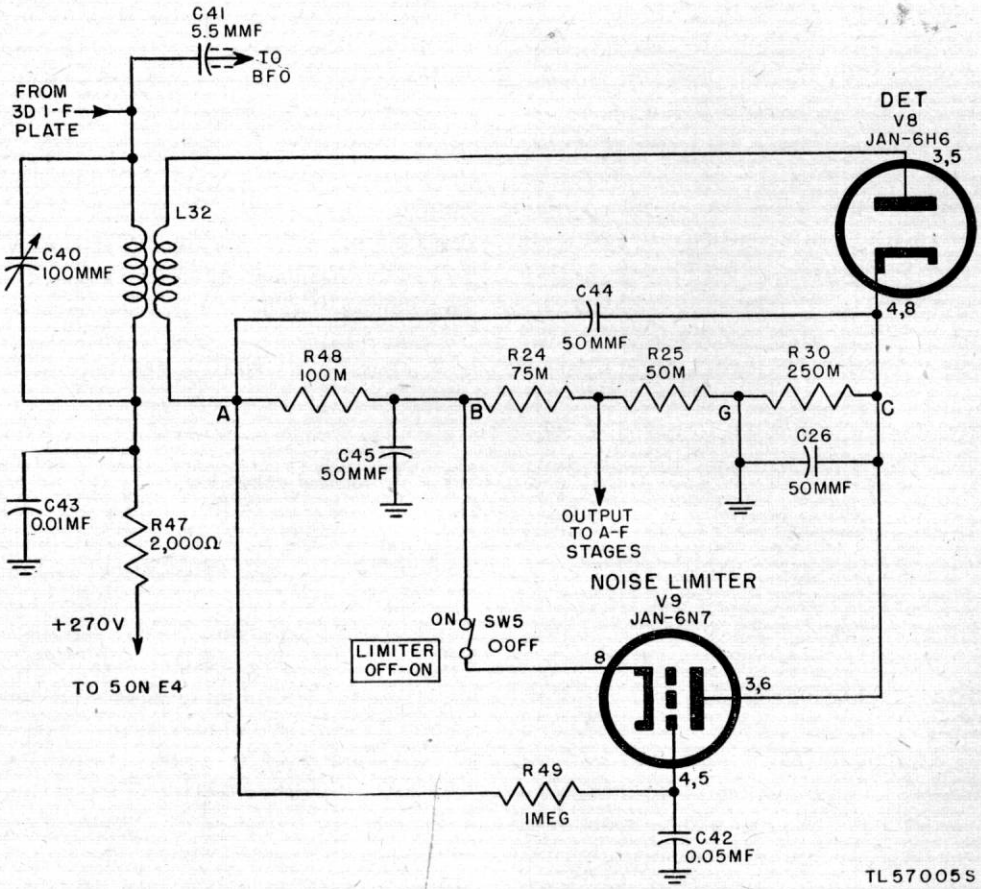

Figure 30. Radio Receiver BC-779-B, functional diagram of detector and noise limiter stages.
c. 3D I-F STAGE TUBE JAN–6SK7 (V7). The secondary L31 or T3 is tuned by 100-mmf capacitor C39. The coupling between L30 and L31 is adjustable and controlled by means of the front panel BAND WIDTH control. This control also varies the coupling between L28 and L29 as indicated above. Thus the selectivity of the first two interstage transformers (T2 and T3) is adjusted simultaneously whenever the BAND WIDTH control is varied. The i-f output signal is taken from a tap on L31 and applied simultaneously to the control grid (pin 4) of V7 and to the a-v-c amplifier stage Tube JAN–6SK7 (V11). The suppressor and cathode (V7) are grounded. Bias is obtained from a tap on the fixed bias divider (par. 65*d*) and series-fed through 10,000-ohm resistor R22 and L31. Capacitor C20B (0.05 mf) bypasses the low-potential end of L31 to ground, but prevents the bias voltage from being shorted to ground. Screen voltage is applied through 50,000-ohm series dropping resistor R23; the screen is bypassed by 0.05-mf capacitor C20C. Plate voltage is applied through 2,000-ohm decoupling resistor R47 (fig. 30) and the primary winding of L32. The primary of L32 is tuned by 100-mmf capacitor C40. The 0.01-mf capacitor C43 bypasses h-f components to ground.
63. Detector (fig. 30)
64. Noise Limiter (fig. 30)
a. LIMITER CIRCUIT. The triode sections of Tube JAN–6N7 (V9) are connected in parallel to form a single triode (fig. 30) which is used as a shunt-type limiter. The heater voltage is reduced to approximately 3 volts by 4-ohm series resistor R31 (fig. 56). The control grids (pins 4 and 5) are connected to 0.05-mf capacitor C42, which is grounded at one end, and through 1-megohm (meg) resistor R49 to the most negative point (A) on the diode resistance. The cathode (pin 8) is connected through LIMITER OFF-ON switch SW5 to a point of higher potential (B) with respect to point (A), and the plates (pins 3 and 6) are connected to the point of highest potential (C)
b. The r-f voltage across R34, approximately 465 kc, is applied through capacitor C41 to the input circuit C40–L32 of detector stage V8 (fig. 30). This r-f voltage mixes in the detector with the 465-kc i-f signal from the 3d i-f tube, V7, resulting in a beat or difference frequency which is applied to the a-f stages of the receiver. By adjusting the BEAT OSCILLATOR control, C47, the pitch of this difference frequency can be controlled at will. Furthermore, the BEAT OSCILLATOR control may be set to obtain the desired difference frequency tone above or below the intermediate frequency, depending on the side which gives the more satisfactory reception. In addition to being necessary for proper reception of c-w code signals, the bfo is useful for locating weak signals of any kind. As indicated in paragraph 65*e*, capacitor C17 is connected in parallel with the a-v-c time constant determining capacitors C56 and C18 during a-v-c reception to increase the time constant when the bfo is being used for c-w code signals. When the SIGNAL MOD-CW switch, SW3, is in the MOD position, the bfo does not operate since the plate and screen supply is cut off. In this position the additional timing capacitor, C17, is disconnected from the a-v-c line, since it is required only for a-v-c c-w code reception.